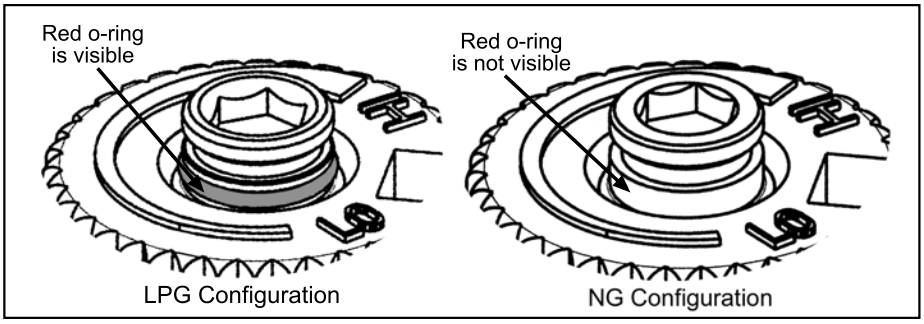

**Figure 14: O-ring on valve screw.**
f) Verify that if the conversion is from NG to LPG, the screw must be re-assembled with the red o-ring visible (refer to Figure 14). If the conversion is from LPG to NG, the red o-ring of the screw must be not visible.